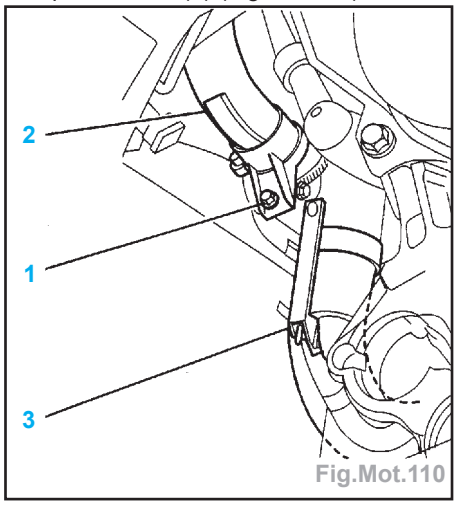

Fig.Mot.110
- Déposer la vis (1) (Fig.Mot.110).